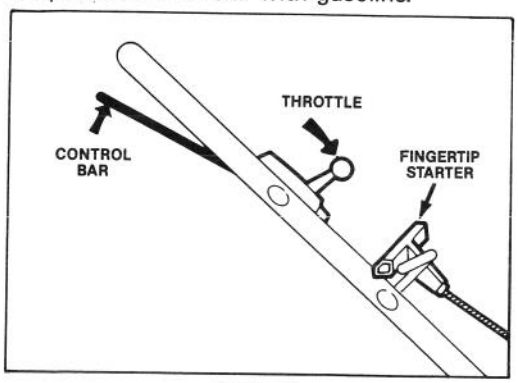

Figure 8
1. CONTROLS — Throttle, control bar and fingertip starter are on upper handle (Fig. 8).
3. STARTING — Move throttle to FAST and hold control bar against handle. Pull fingertip starter and regulate throttle as desired when engine starts (Fig. 8). If engine does not start after 2 or 3 pulls, wait 10 seconds for carburetor prime well to refill with gasoline.